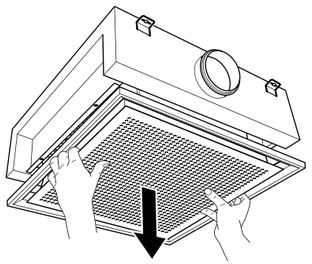

FIGURE 22
1) Air flow patterns can easily be adjusted at any time to suit a zone's changing needs. To adjust the airflow pattern on the LYRA II IQCC, lower the front plate and adjust the blades on the inside edges of the front plate. (See **FIGURE 22**)